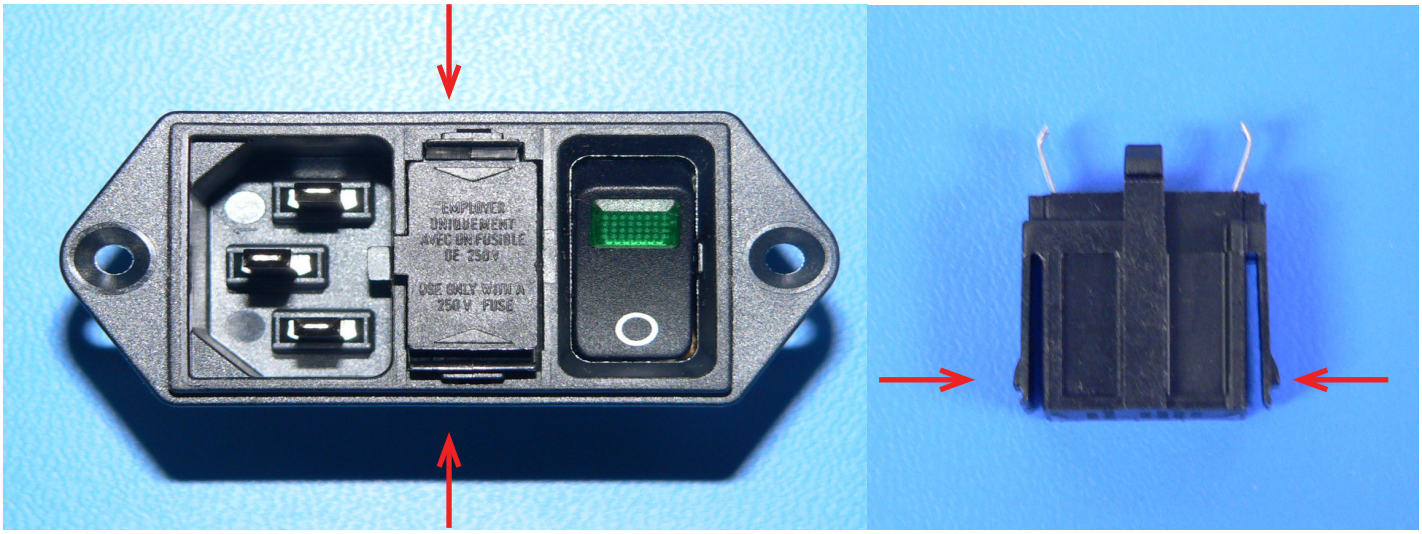

Figura 18: Urechile cutiei de siguranțe
2. Folosind cleștele pentru nas cu ac, extrageți cu atenție cutia de siguranțe din modulul de alimentare apăsând pe urechile cutiei de siguranțe din fante, astfel cum se arată în Figura 18.